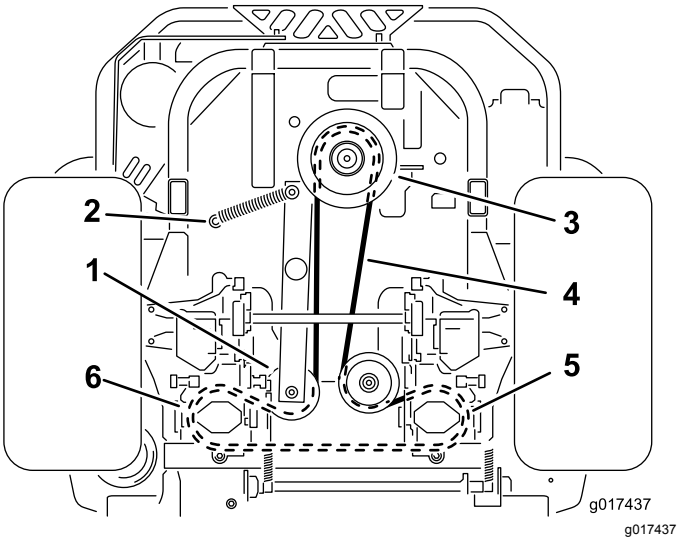

**Figur 64**
4. Løft maskinen, og understøt den med donkrafte (Figur 64).
6. Tag styrefjederen af tappen (Figur 64).